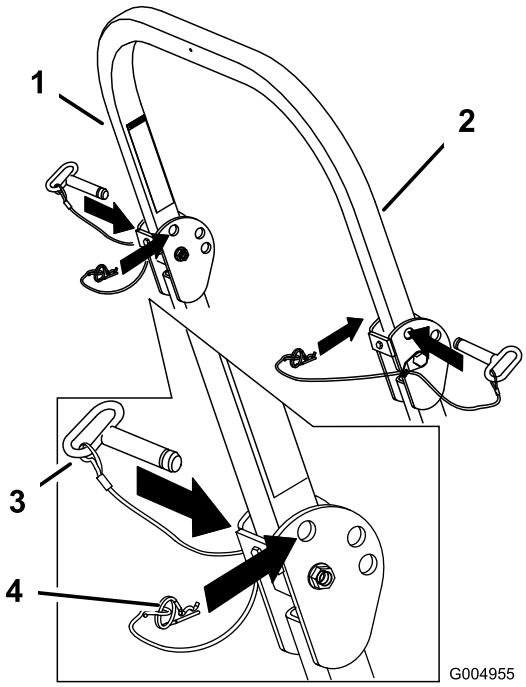

Figura 7
1. Retire los pasadores de horquilla y retire los dos pasadores (Figura 7).
3. Instale los dos pasadores y fíjelos con los pasadores de horquilla (Figura 7).
4. Para elevar la barra anti-vuelco, retire los pasadores de horquilla y retire los dos pasadores (Figura 7).
5. Eleve la barra anti-vuelco a la posición vertical, instale los dos pasadores y fíjelos con los pasadores de horquilla (Figura 7).